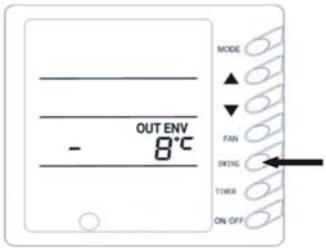

Рис.7
7) **Дисплей температур** (рис.7)